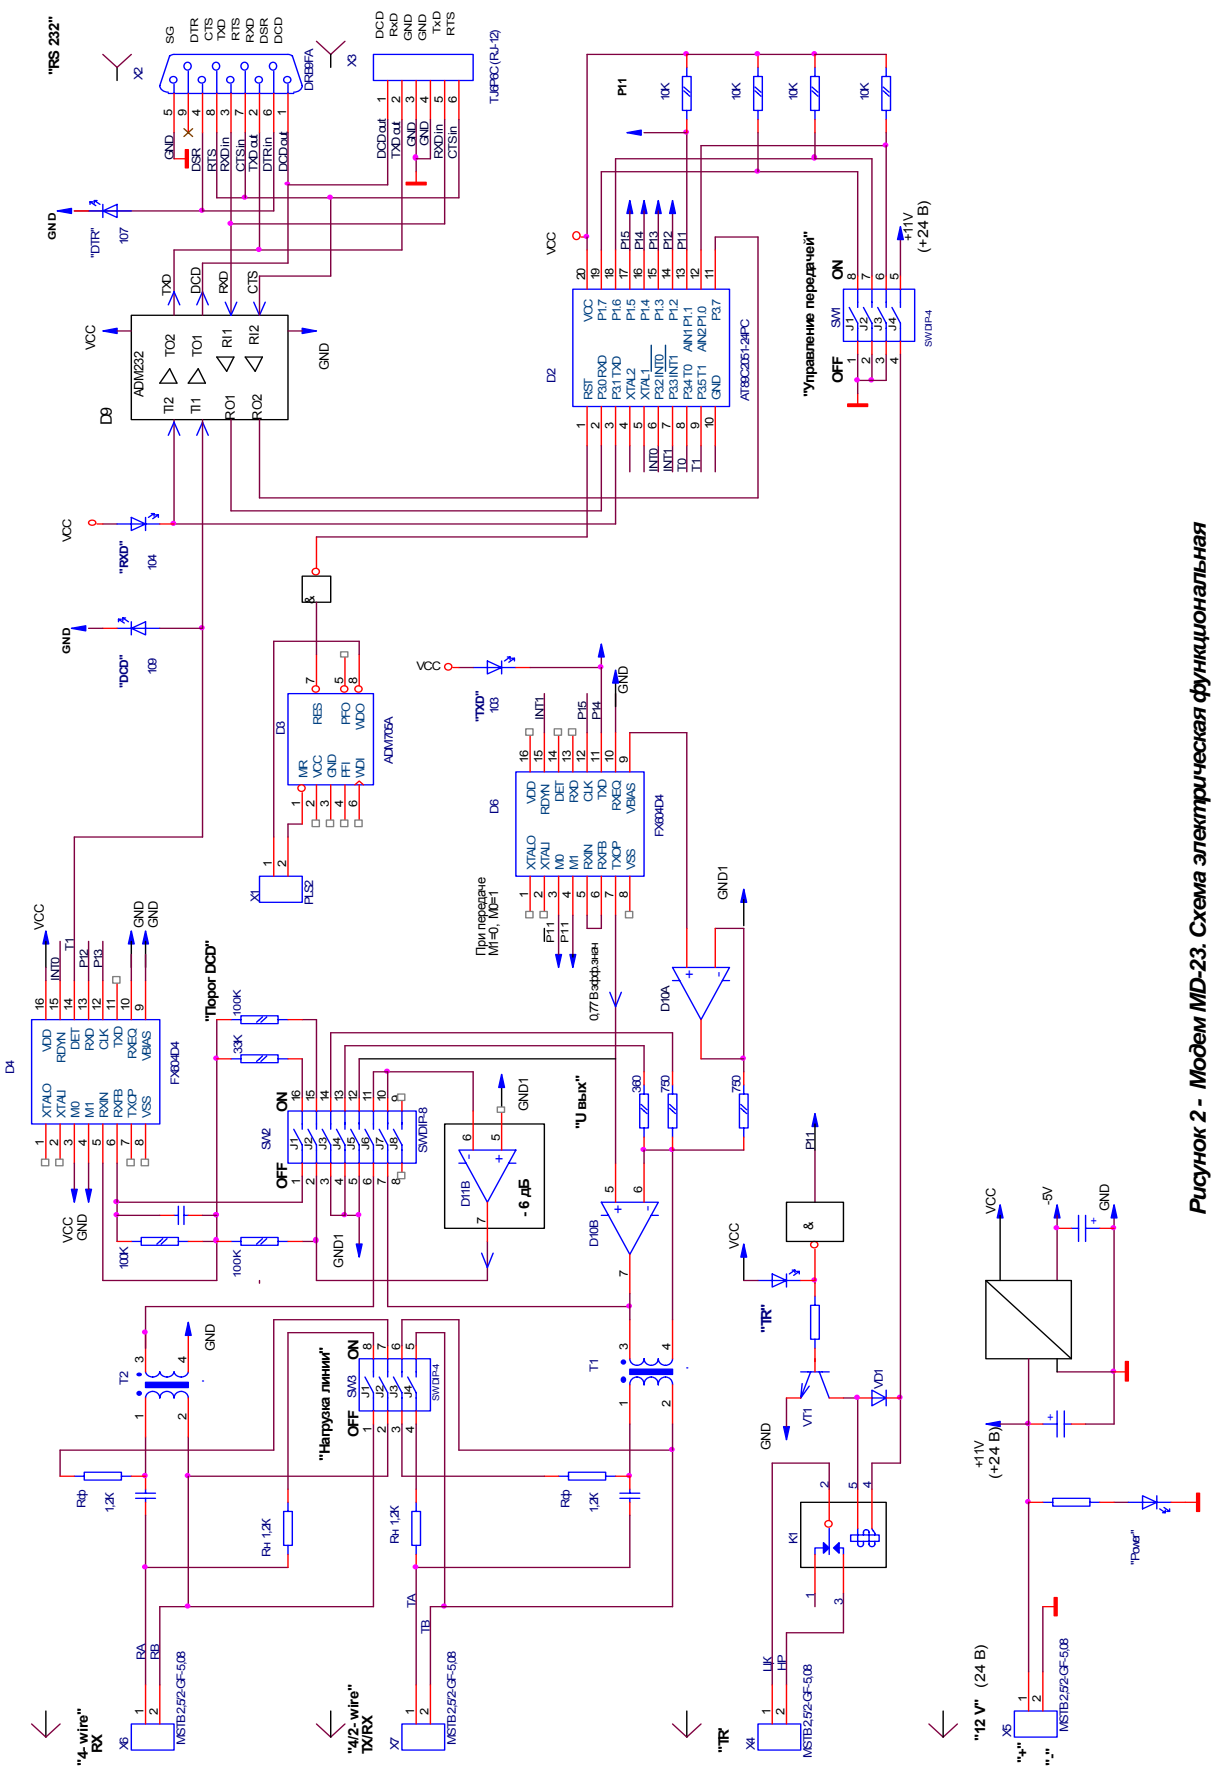

Рисунок 2 - Модем MD-23. Схема электрическая функциональная
1.3.2 Описание принципа работы модема MD-23 приведено согласно схеме электрической функциональной, см. рисунок 2.
К порту RS-232 компьютера (контроллера) модем подключается через разъем X2 (DRB-9F) или X3 (RJ-12). Расположение контактов на розетках см. рисунок 2.